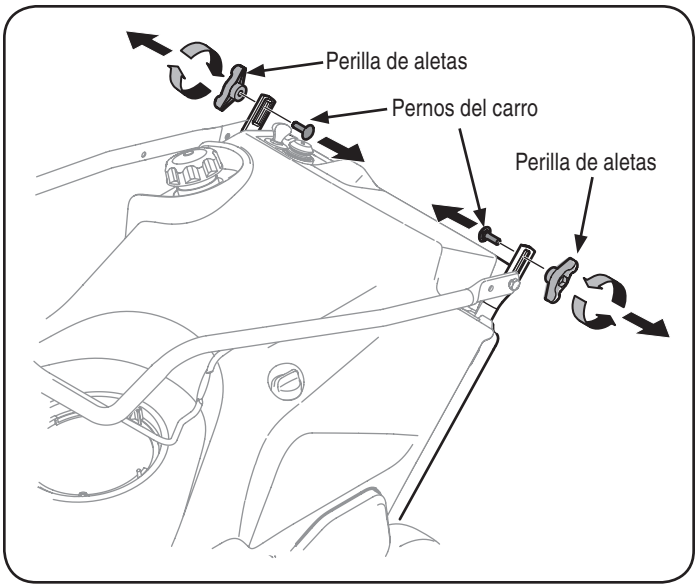

Figura 1
1. Extraiga las perillas de aletas y los pernos del carro de la parte de arriba de la manija inferior. Vea la Figura 1. No es necesario extraer el tornillo con reborde y la tuerca de seguridad con brida que están debajo de la perilla de aletas y el perno de carro.